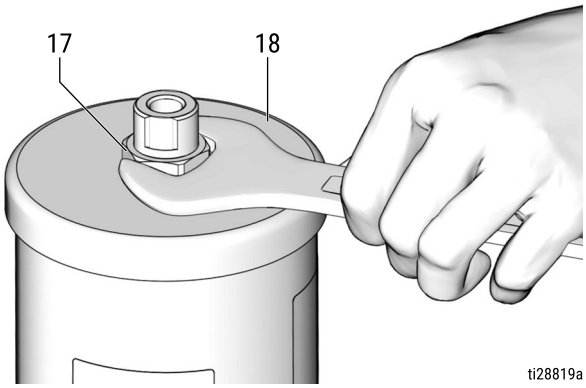

FIG. 13
9. The cover (18) is spring loaded. Push on the top of the cover. and at the same time, use a wrench to loosen and remove the nut (17) from the reservoir cover (18) (FIG. 13).